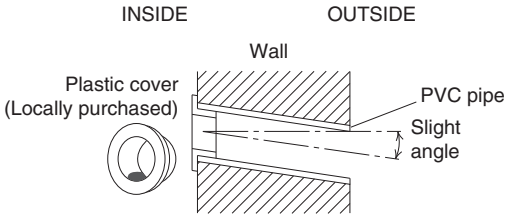

Fig. 3-9
(6) Place the plastic cover over the end of the pipe (for indoor side only) and insert the pipe in the wall. (Fig. 3-9)